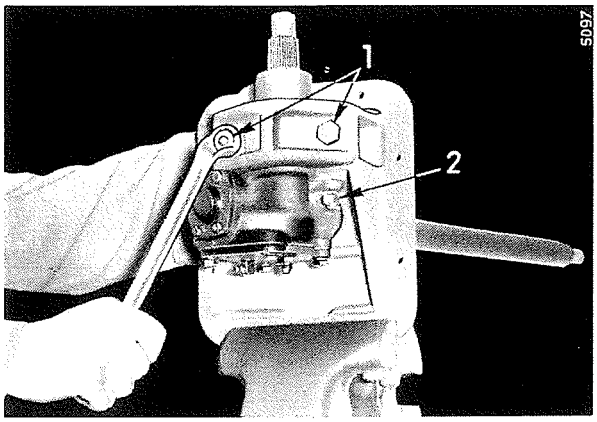

Bild 449
Den Lenkbockdeckel in einen Schraubstock spannen und die 3 Schrauben, Bild 449, abschrauben.
Die fertig montierte und richtig eingestellte Lenkung in den Lagerdeckel einfügen und die Lagerkappe mit den beiden Klemmschrauben (1), Bild 449, festschrauben.